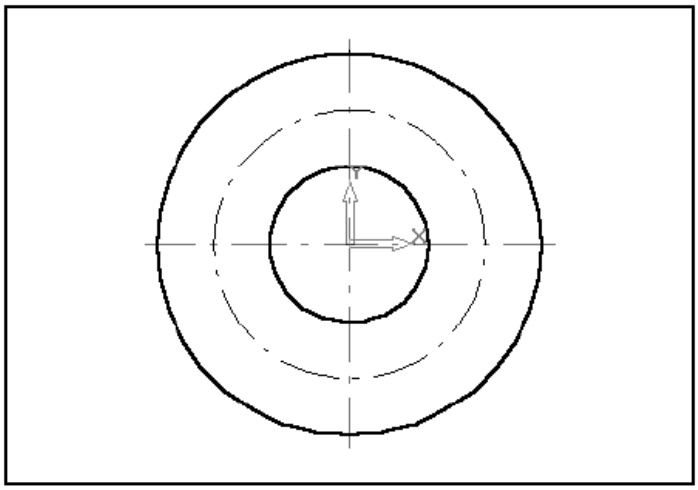

Рис. 10 Побудова кола радіусом 22,5 мм.
3.4.10 Клацніть в полі ***Текущий стиль*** в *Строке параметров* і встановіть стиль ***Основная***. Активуйте поле ***Радиус*** в цьому рядку і введіть значення радіуса 45/2=22,5 мм . Після натиснення клавіші <Enter> система побудує останнє коло (Рис. 10).